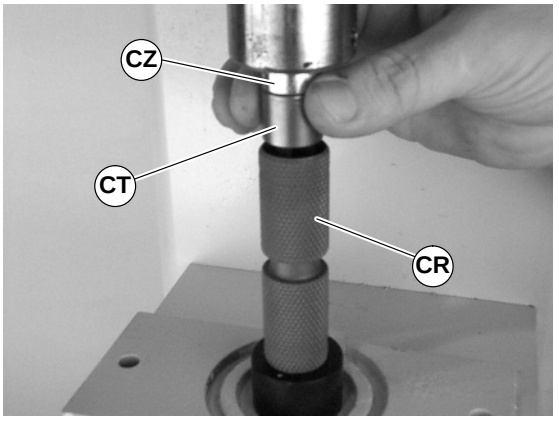

Abbildung 45
3. Lager (CT siehe Abbildung 45), Teilnr. 21–33, auf Einsetzwerkzeug plazieren (CZ) und über Antriebsrolle in Position halten (CR).